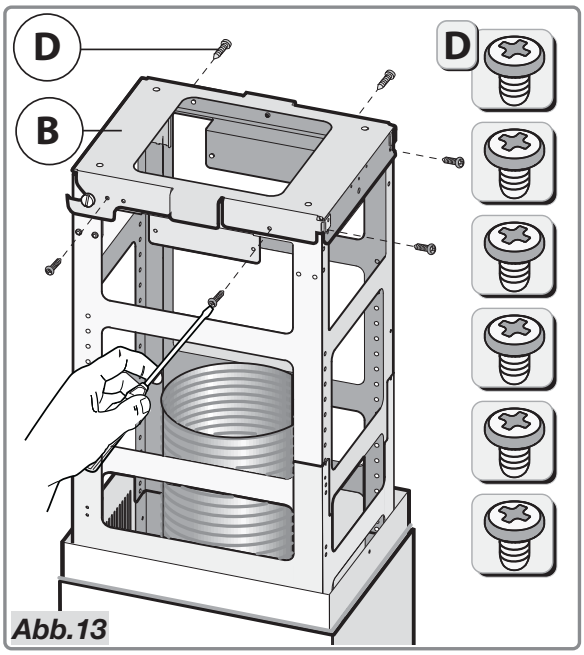

Abb.13
- **Achtung!** Befestigen Sie die Abzugshaube mit den 6 Schrauben **D** sofort am Bügel **B** (Abb.13).